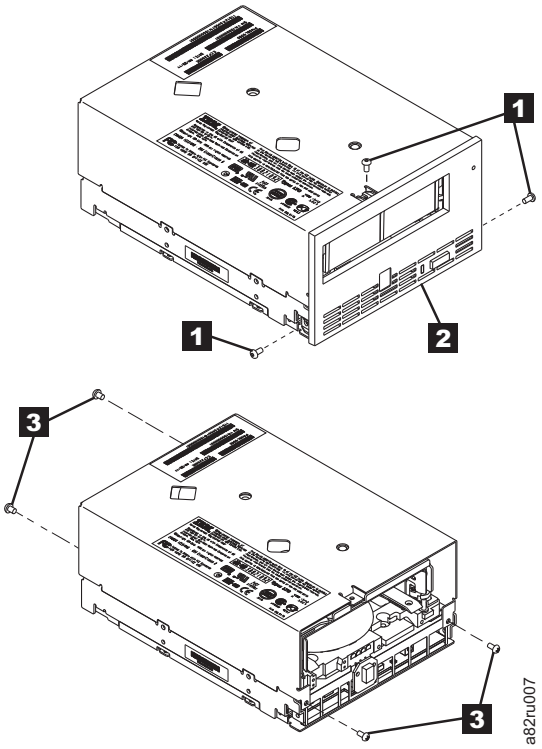

Figure 7-148. Removing the cover from the internal drive
a. Using a Phillips screwdriver, remove the three screws and washers (see **1** in Figure 7-148 on page 7-134) that secure the bezel (see **2**) to the internal drive, then remove the bezel.